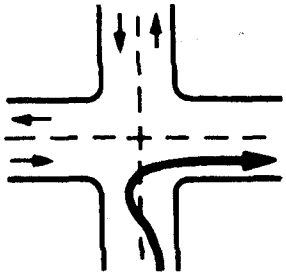

Figure 6-6
1. What two things are important to prevent rollover? 2. When you turn suddenly while pulling doubles, which trailer is most likely to turn over? 3. Why should you not use the trailer hand brake to straighten out a jackknifing trailer? 4. What is offtracking? 5. Why should you not turn like it shows in Figure 6-6?